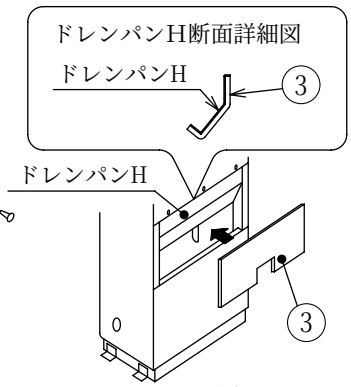

図5
②ドレンパンHにドレンパン用断熱材を貼付けてください。…図5